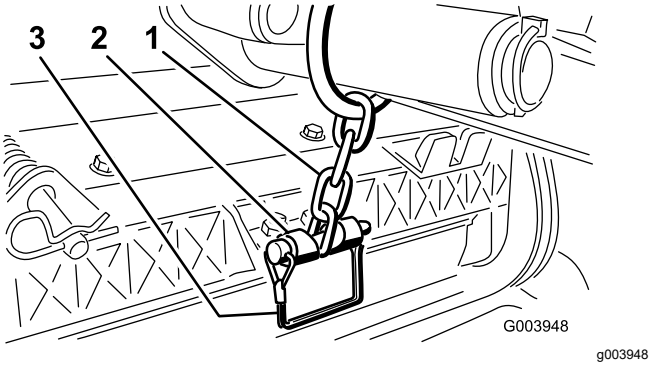

Figur 12
Bemærk: Brug rillen, hvis der ønskes en klippeenhed med styring, eller brug hullet, hvis klippeenheden skal fastlåses i positionen (Figur 12).
14. Fastgør løftearmskæden til kædebeslaget med låsestiften (Figur 12).